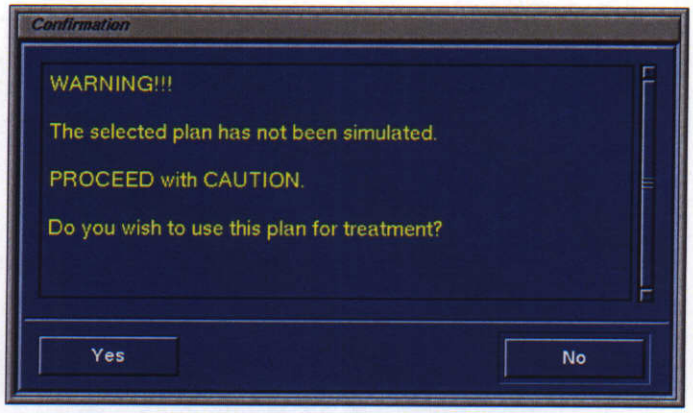

**Figure 5 Simulation Warning Message During Treatment**
**Step 1.** Double-click the applicable plan. If the plan has not yet been simulated, the system displays a warning message (*Figure 5 Simulation Warning Message During Treatment, page 4*). Simulation of the plan is optional (*see module, Simulation Of Treatment*).